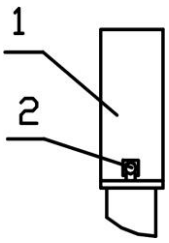

Рис.10.9
10.7.2 Аккуратно уложить кабели в КССТ-1 (КССТ-2, КС-1, КС-2 или КСУМ-1), закрыть крышку 1 (рис. 10.9), закрепить с помощью винтов 2 и опломбировать.